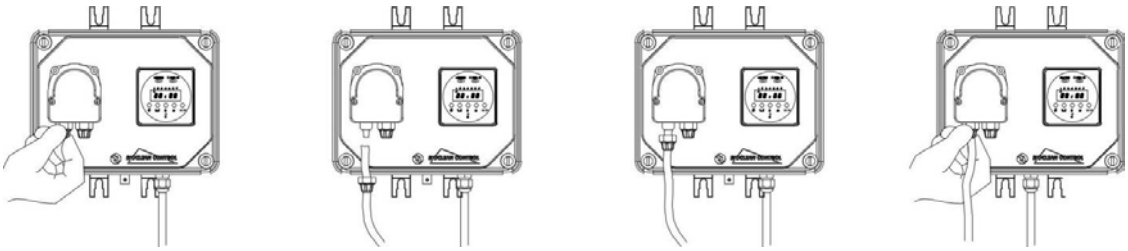

fig. 4
d.- Inserire fino in fondo i tubetti sui relativi attacchi conici e bloccarli con le apposite ghiere di fissaggio (fig. 4)